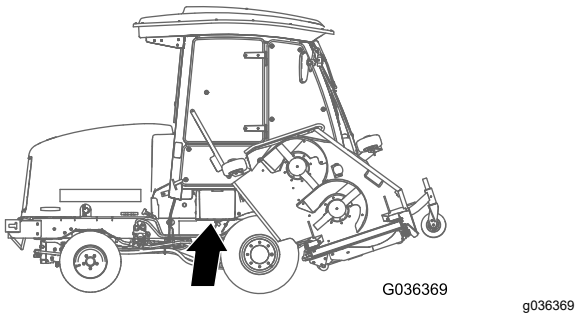

Figur 96
1. Öppna batterikåpan på sidan av höljet (Figur 96).
Obs: Tryck ned den plana ytan ovanför batterikåpan för att göra det enklare att ta bort kåpan (Figur 96).